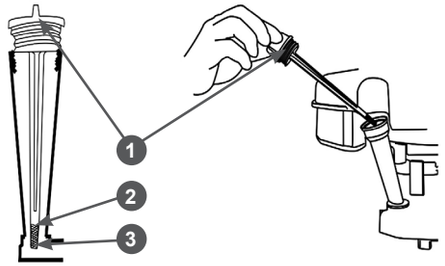

**Рис. 22 Крышка-щуп маслозаливной горловины**
5. Осторожно открутите крышку-щуп 1 (Рис. 22) маслозаливной горловины, протрите его насухо и отложите в сторону.
9. Установите крышку-щуп в отверстие маслозаливной горловины, не закручивая ее. Аккуратно вытащите щуп и осмотрите его. Уровень масла должен соответствовать верхней отметке 2 на щупе (Рис. 22).